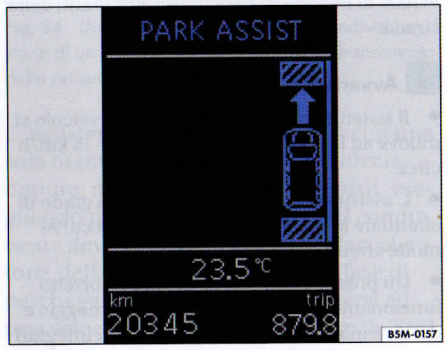

Fig. 36 Display del quadro strumenti: l'indicazione significa che si deve inserire la marcia in avanti.
– Procedere a marcia indietro fino a che non si sente il segnale acustico continuo del sistema di controllo per il parcheggio ⇒ pag. 25, ⇒ ⚠ in "Parcheggio con una sola manovra" a pag. 40. Sul display del quadro strumenti appare un messaggio che invita ad inserire la marcia in avanti ⇒ pag. 42, fig. 36.